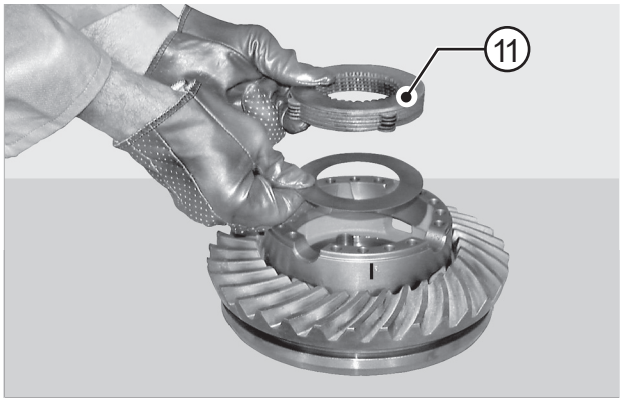

FIGURE 7: Remove the 2nd clutch pack (11) .
- Its advisable to heat up bearings to 176-194 °F (80-90 °C) before assembling them onto their respective shafts or to cool them (dry ice) before inserting them into corresponding bore (**Fig. 7**). Always use suitable extractors to remove the bearings (**Fig. 8**).